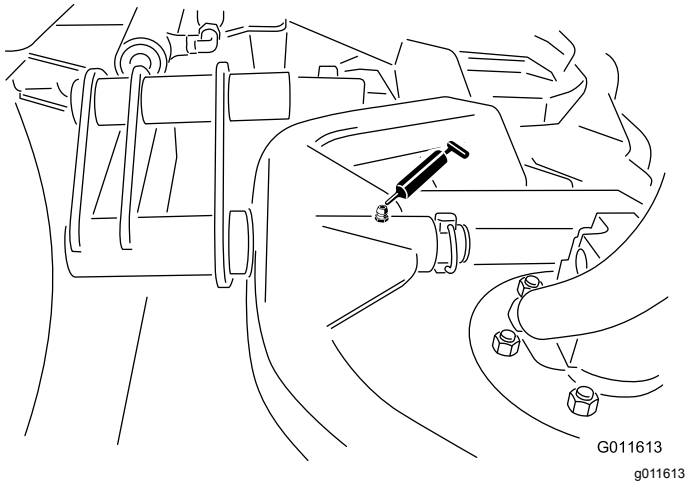

Figur 45
- Klippeenhedernes bæreramme (1 hver) (Figur 45)